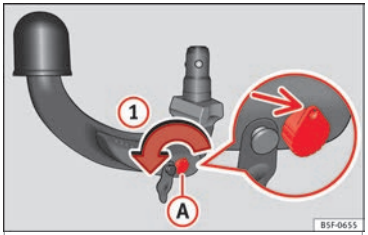

Rys. 223 Krok 1.
- Przekręcić klucz w kierunku wskazanym przez strzałkę (1) do momentu, w którym część klucza z otworem znajdzie się na górze ››› **rys. 223** (strzałka).